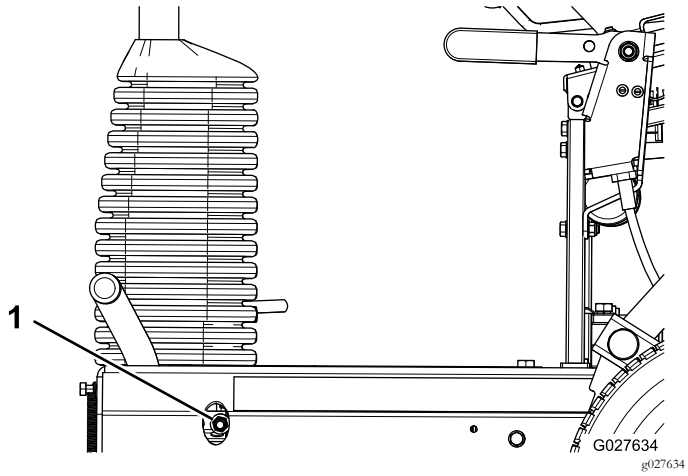

Rysunek 38
- Aby zwiększyć siłę hamującą, dokręć nakrętkę blokującą hamulca (Rysunek 38).
- Aby zmniejszyć siłę hamującą, odkręć nakrętkę blokującą hamulca (Rysunek 38).